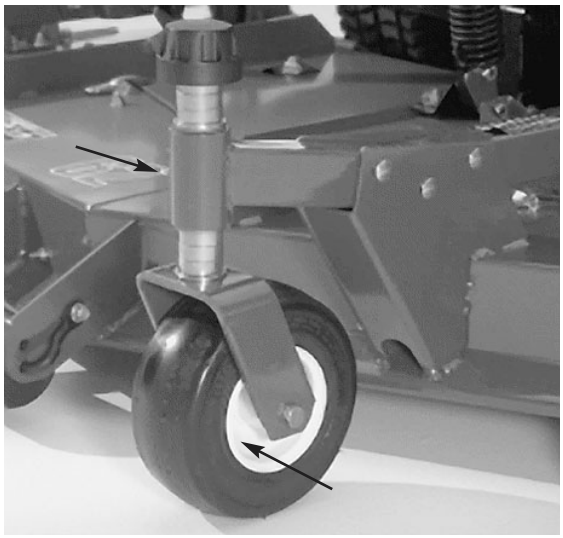
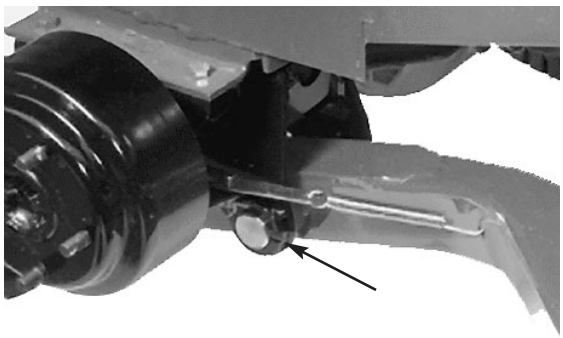
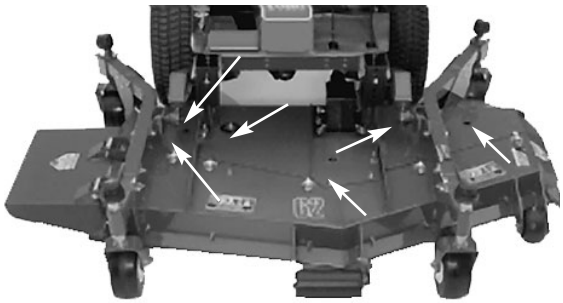

Afbeelding 8
Afbeelding 9
Afbeelding 10
1. De maai-eenheid heeft lagers en lagerbussen die moeten worden gesmeerd en deze smeerpunten, bevinden zich op de volgende plaatsen: aslagerbussen van de voorste zwenkwielen (Afb. 8); lagers van de voorste en achterste zwenkwielen (Afb. 8); spillen van de rechter- en de linker liftarm (Afb. 9); lagers van de messenassen (Afb. 10) en het rechter en het linker kogelgewricht (Afb.10).